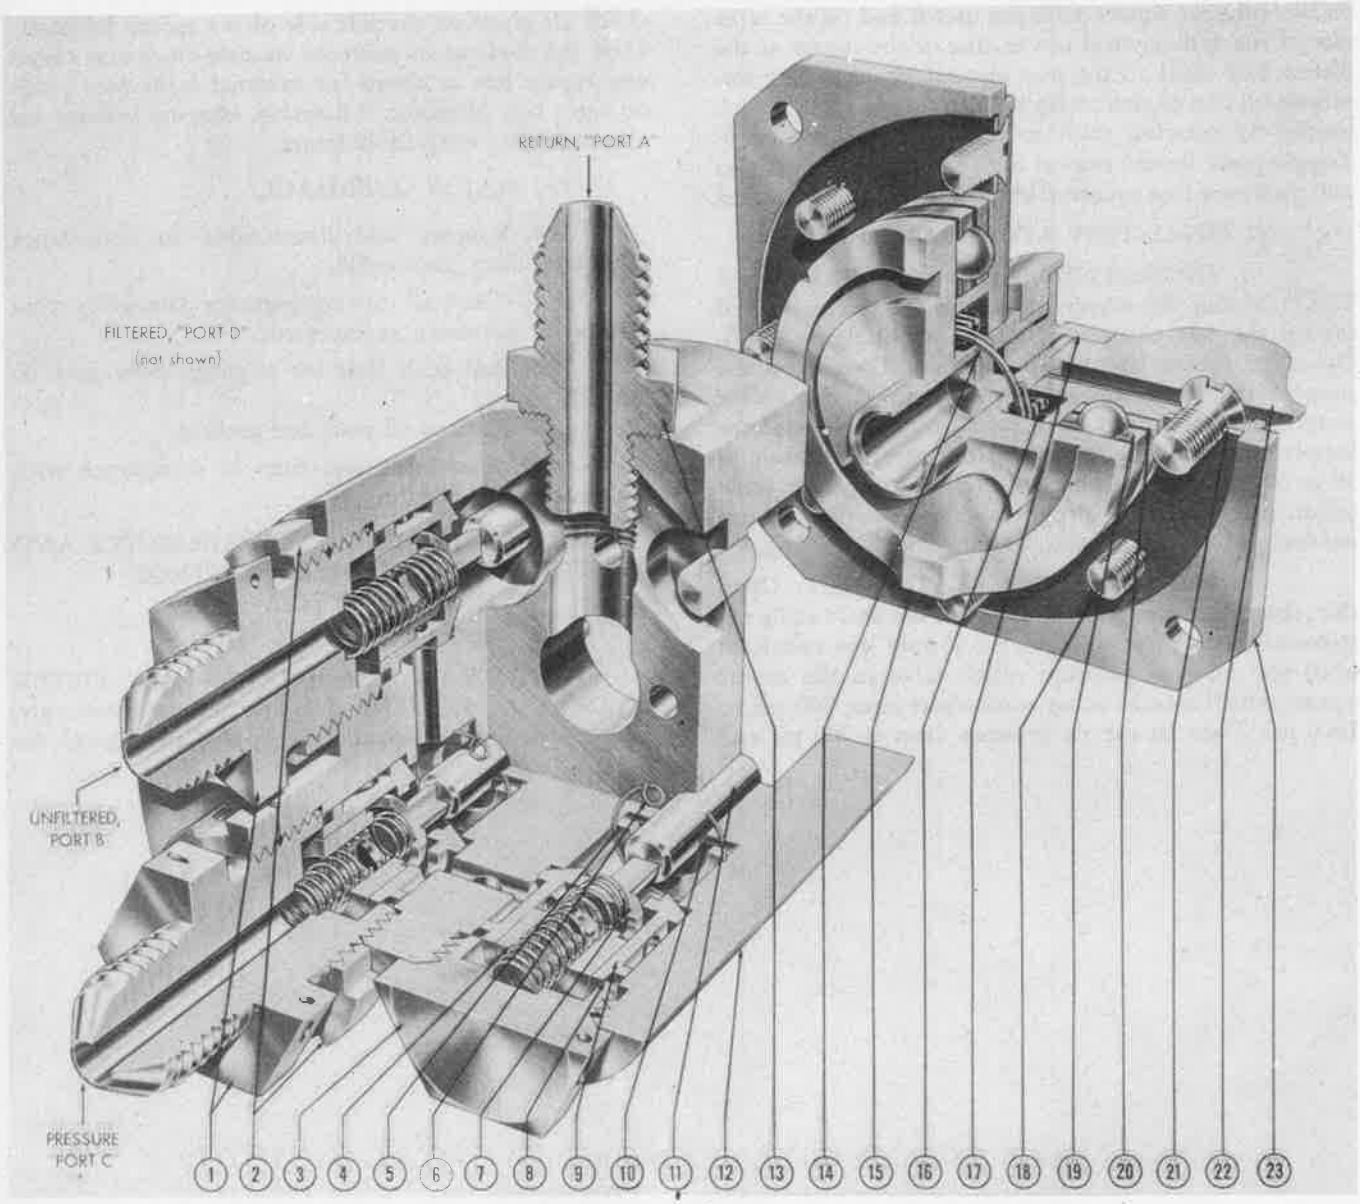

Figure 439—Nonram Carburetor Air-Filter Control Valve Assembly
KEY TO FIGURE 439—Continued
(2) NON-RAM CARBURETOR AIR-FILTER CONTROL VALVE. *(See figure 439.)*
(d) TESTS BEFORE INSTALLATION.—Refer to figure 439 for fluid leak tests of the non-ram carburetor air-filter control valve.
1. ASSEMBLY.—To assemble the non-ram carburetor air-filter control valve, refer to figure 439 and reverse the disassembly procedure.
5. Reassemble the valve and test for fluid leaks as instructed in figure 439.